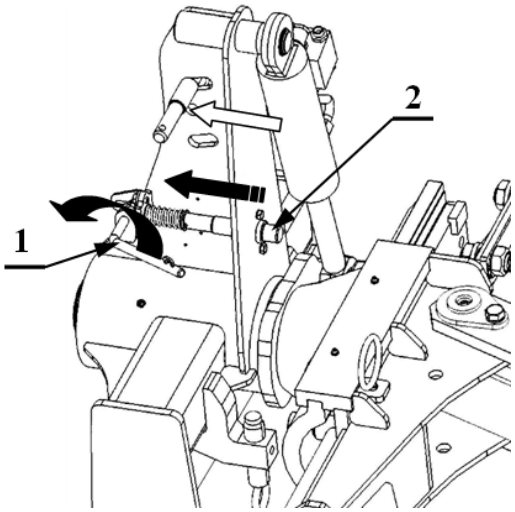

Rysunek: 16 ***Blokada transportowa*****.**
- zwolnić dźwignię blokady do pozycji transportowej 1 (*Rys. 16*),